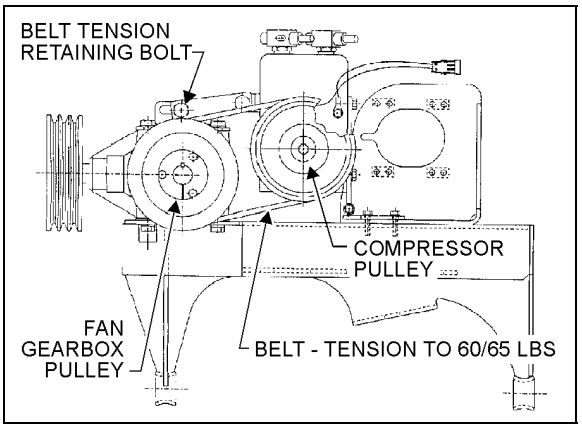

FIGURE 37: SMALL A/C COMPRESSOR INST. 05018A
4. Tighten belt to 60/65 lbf•in (6,5/7 N•m) (Fig. 37), using a belt tension gauge, as per *"Instruction Sheet IS94056"*, then tighten tension retaining bolt.